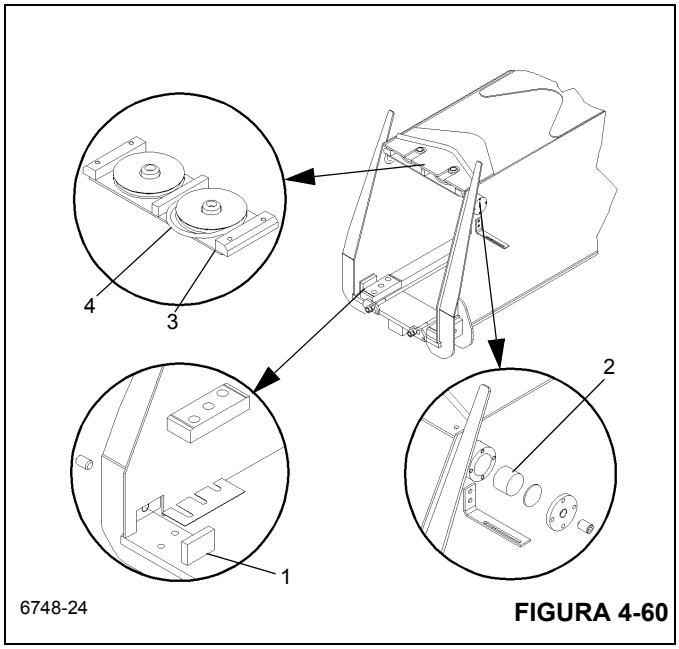

FIGURA 4-60
1. Inserte las almohadillas de desgaste ajustables de latón (Figura 4-60, 1) y las almohadillas de desgaste superiores (Figura 4-60, 2). No instale las almohadillas de desgaste inferiores por el momento.
3. Arme la polea de cables sincronizadores centrales (Figura 4-60, 3) y colóquela encima de la sección central exterior, aproximadamente en el punto donde se instalará.
a. Coloque los cables sincronizadores centrales (Figura 4-60, 4) alrededor de las poleas.